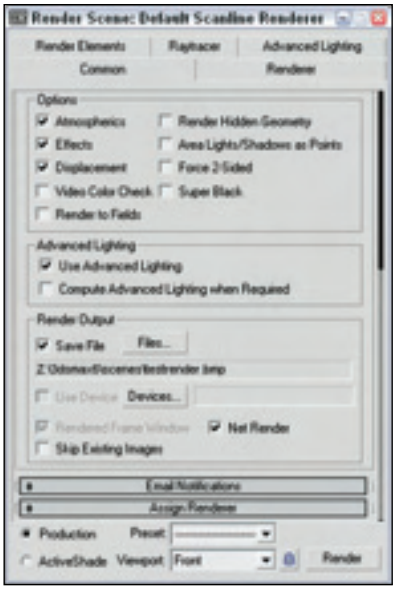

Figure 47-9: The Net Render option must be enabled to start a network rendering job.
6. In the Render Output section of the Render Scene dialog box, check the Net Render box, as shown in Figure 47-9. Change any other settings you want, such as selecting a viewport, and then click Render.